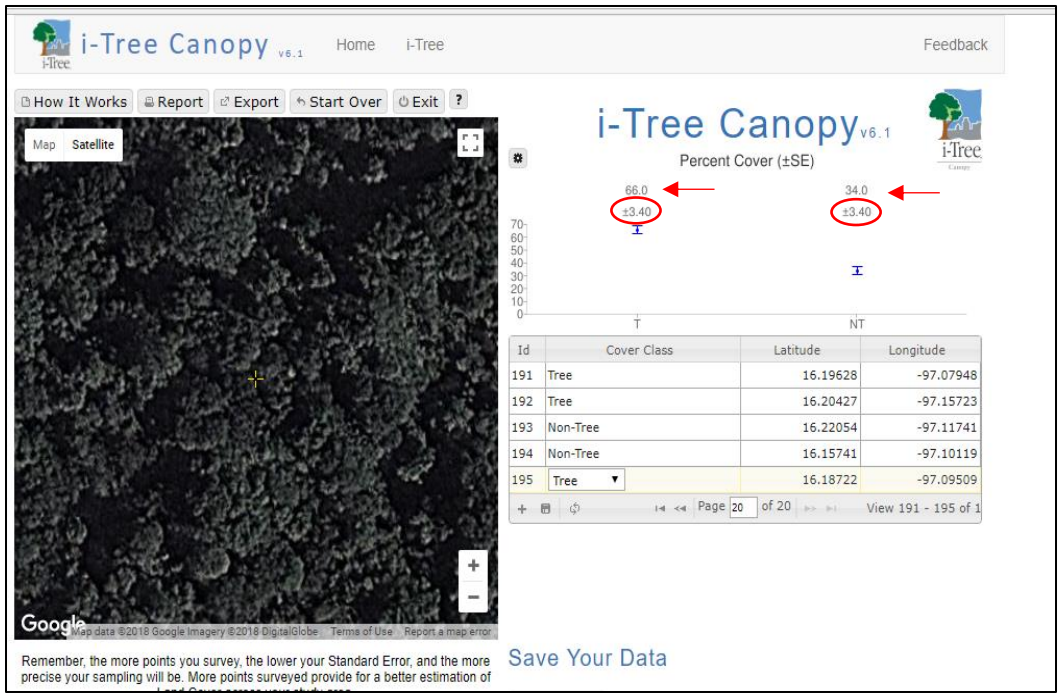

Figure 43. i-tree Step 6
1.5 The Project Developer must continue to add points until a confidence estimate for average canopy cover meets or exceeds +/-10% at one Standard Error for both tree and non-tree (Figure 43). For example, the Project Develop would be able to stop adding points for the project in Figure 43 since the Standard Error